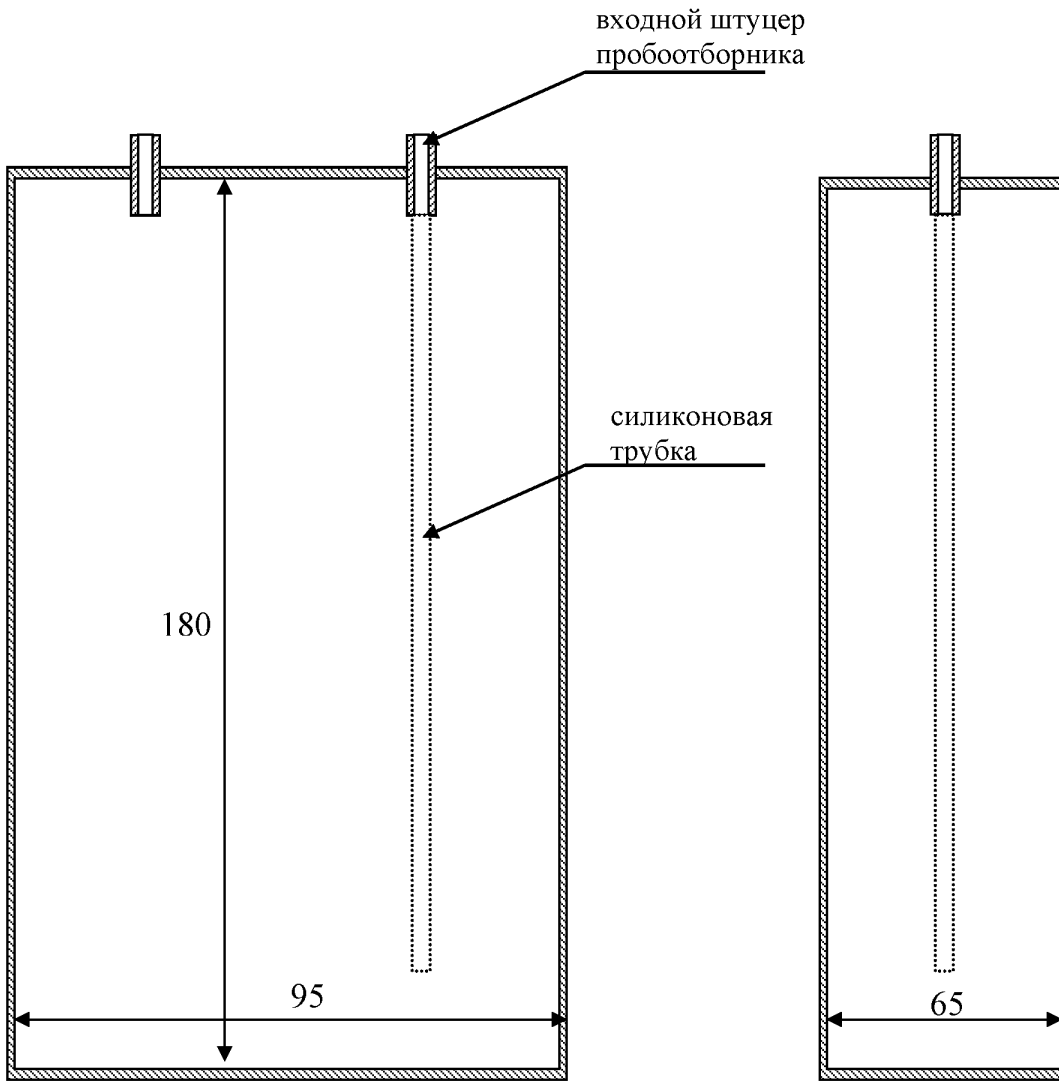

Рис.1. Пробоотборник воздуха.
- пробоотборник воздушной пробы, рис.1 Приложения 1, в дальнейшем пробоотборник, объемом 1.05±0.01 л;